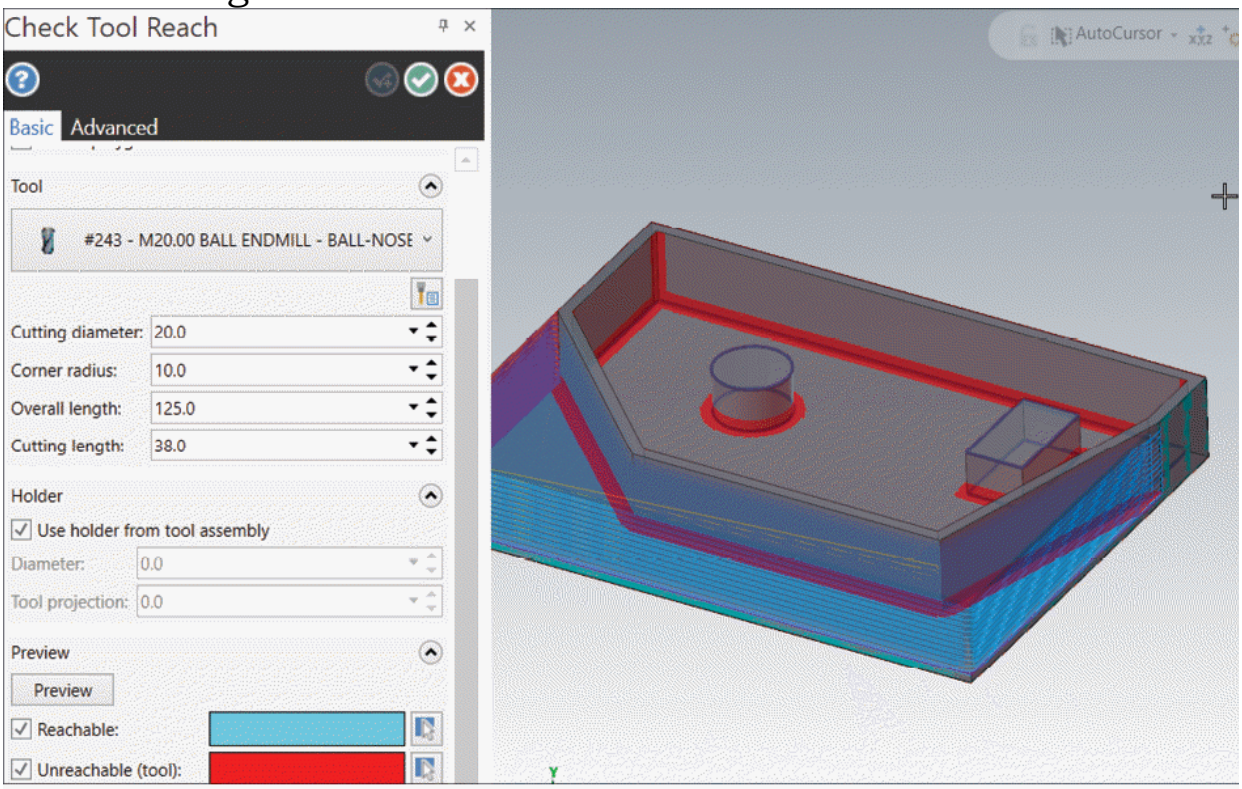

Figure-46. Preview of tool reach
- After setting desired parameters, click on the **Preview** button. The preview of cutting tool reach will be displayed; refer to Figure-46.